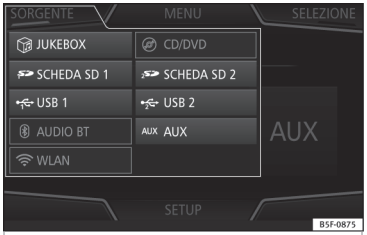

Fig. 215 Modalità MEDIA: cambiare sorgente multimediale.
• **OPPURE:** Nel menu principale *Media* premere il tasto di funzione SORGENTE ››› **fig. 215** e selezionare la sorgente multimediale desiderata.